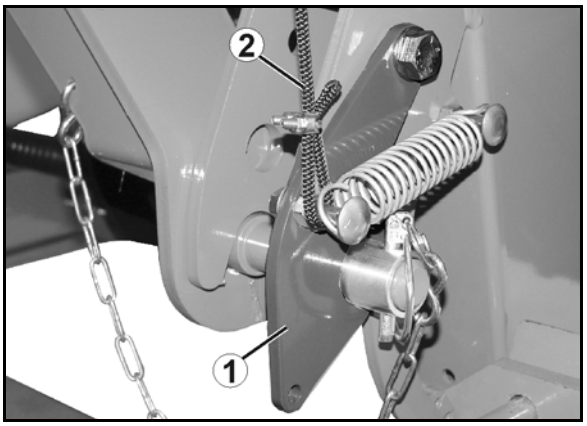

图 56
快速连接系统（图 56/1）
- 使用连接三角件的上连杆销（图 56/2），配备滚珠套管并用制轮楔固定。
- 下连杆销装备滚珠套管，套上间隔套（图 56/3）并用制轮楔固定。